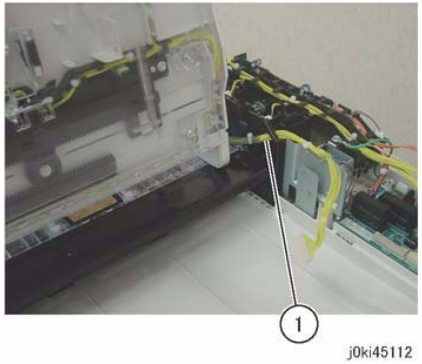

Figure 4 Wire Harness Removal
7. Pull out and remove the wire harness at the rear side of the DADF Document Tray from the hole of the Frame. (Figure 4)